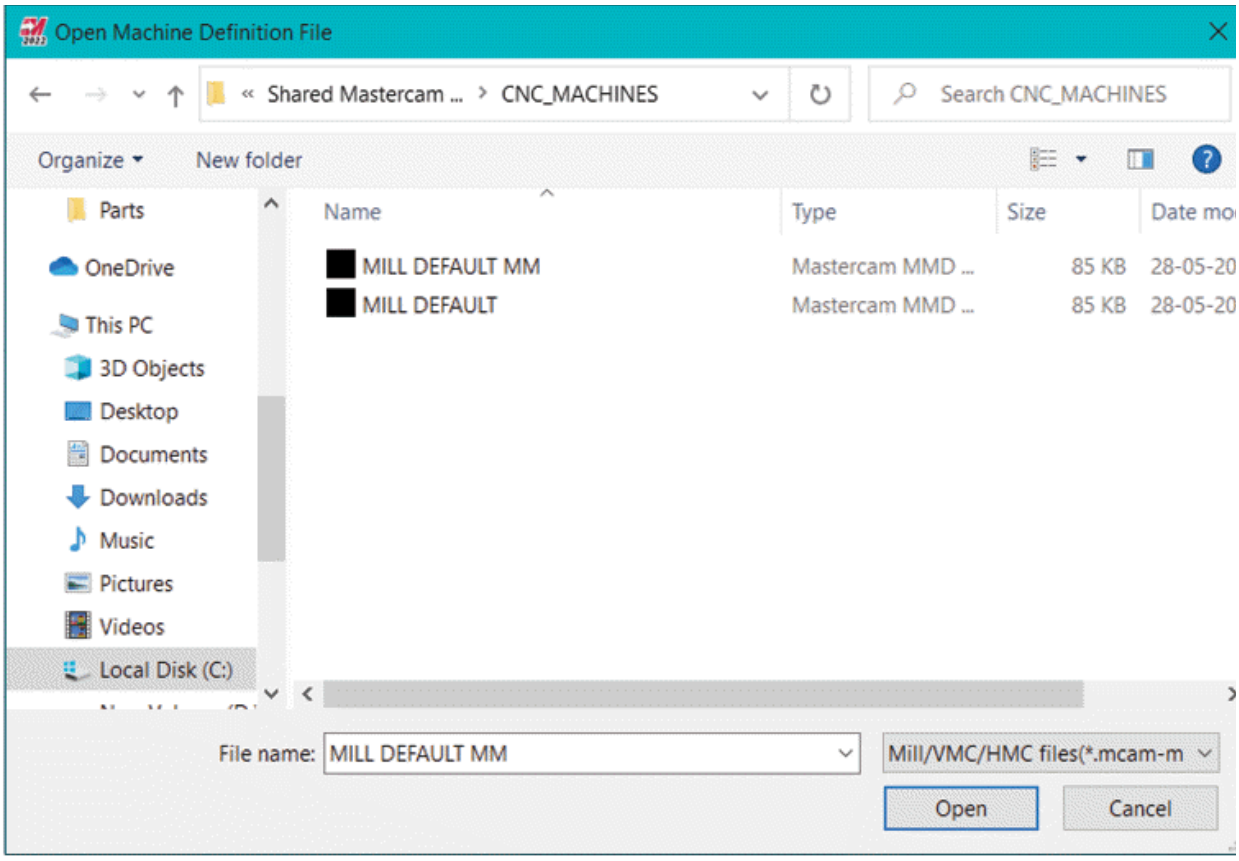

Figure-9. Open Machine Definition File dialog box
- Click on the **Open** button from the toolbar to use desired machine. The **Open Machine Definition File** dialog box will be displayed; refer to Figure-9. (Note that only those machine definitions will be displayed for which you have purchased Mastercam. To get more machine definitions, you need to contact your Mastercam Reseller.)